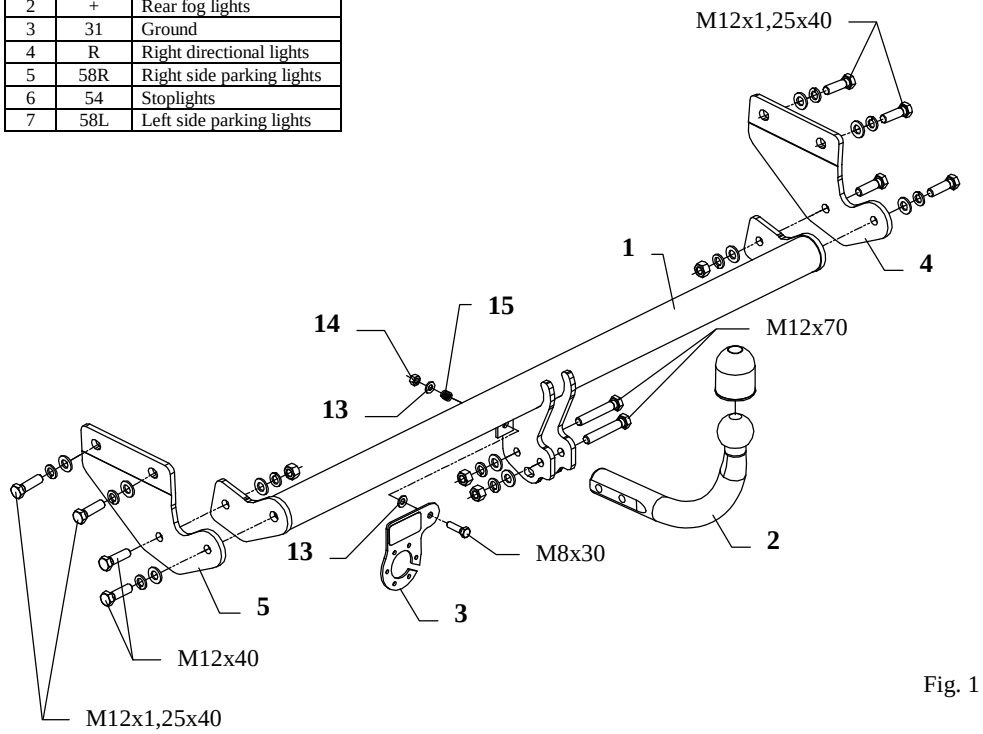
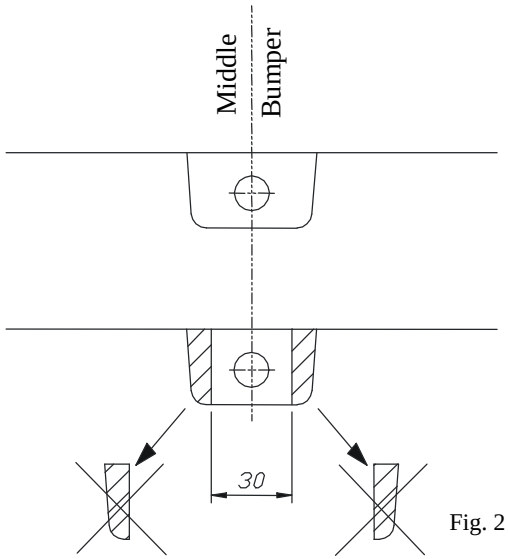

Fig. 1
Fig. 2
1. For the purpose of installing of the towbar it is not necessary to disassemble the bumper. However one ought to unscrew all bolts holding the bumper from the bottom and make in the bumper small cut outs (as shown on the fig. 2).
2. By the internal side of the chassis members are factory-made holes with thread M12x1,25mm. One ought to fix to them side brackets of the towbar (pos. 4 and 5) using bolts M12x1,25x40mm (pos. 7) – loosely.
3. Slip the main bar of the towbar (pos. 1) between side brackets (pos. 4 and 5) and fix using bolts M12x40mm (pos. 8).
4. Fix tow-ball (pos. 2) using bolts M12x70mm (pos. 6) from accessories.
5. Fix the socket plate (pos. 3) as shown on the fig. 1.